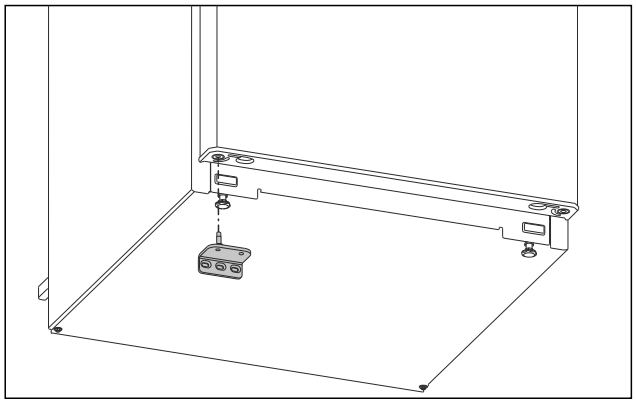

Fig. 14
▶ Indsæt det nederste hængsel på den modsatte side. (se Fig. 14)